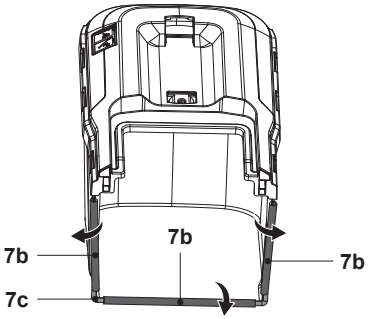

Fig. 5
1. Sujete las tres abrazaderas de caucho (7b) a la barra de soporte (7c) del recogedor de hierba (7) (Fig. 5).